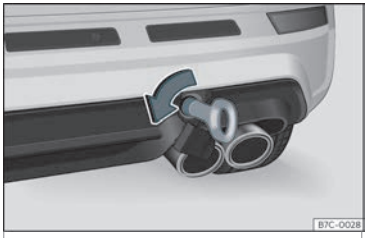

Fig. 43 No lado dereito do parachoques traseiro:argola de remolque roscada.
- Enrosque a argola de remolque na cavidade, xirándoa ao máximo **no sentido contrario ao das agullas do reloxo** ››› **fig. 43** ›››. Use un obxecto adecuado co que poida enroscar totalmente e con firmeza a argola de remolque na súa cavidade.